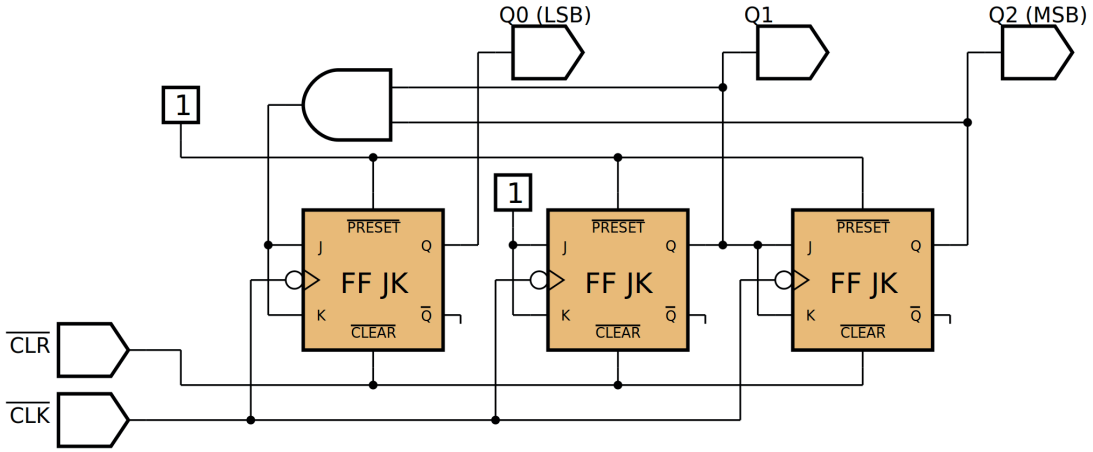

Figura 10.34 – Diagrama esquemático.
4. Utilize um programa de simulação em computador (SmartSim, Atanua, Qucs) faça a simulação do circuito da figura 10.34. Compare os resultados com a tabela 10.10.